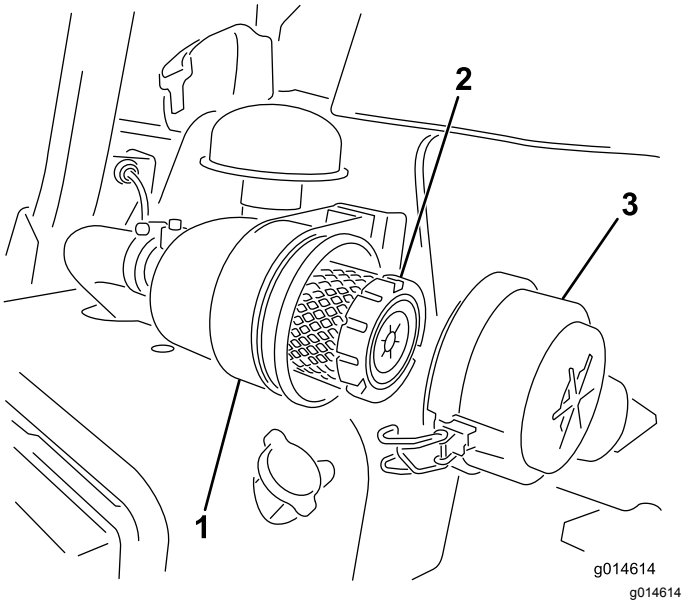

Figur 23
1. Lossa spärrhakarna som fäster luftrenarkåpan på luftrenarhuset (Figur 23).
7. Fäst spärrhakarna (Figur 23).